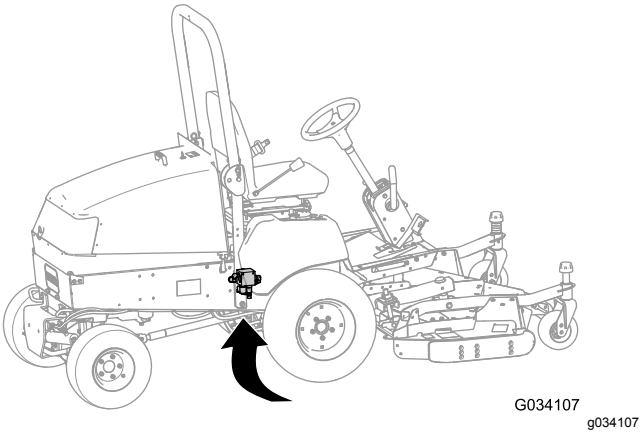

Figuur 13
2. Vind het hefverdeelstuk onder de machine, aan de binnenkant van het rechter framekanaal, achter de vooras (Figuur 13).